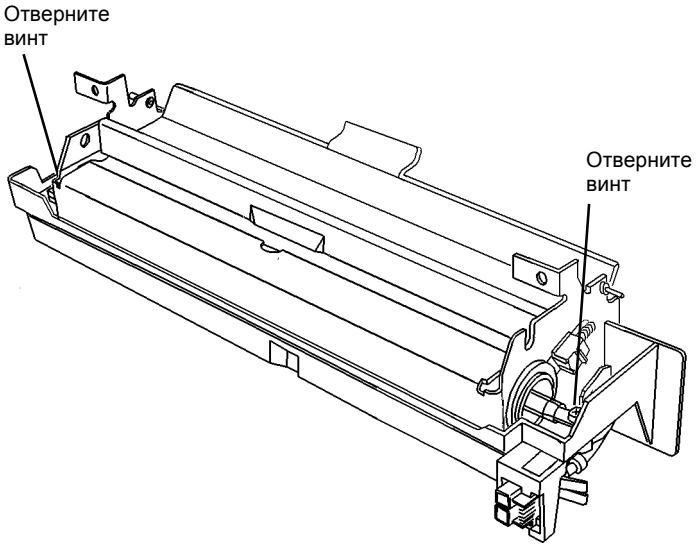

Рисунок 1 Отворачивание винтов (2)
Если коснуться горячих деталей фьюзера, можно обжечься. Если необходимо снять горячий фьюзер, беритесь за черный пластиковый элемент, который показан на рисунке (рисунок 1).
3. Отверните винты (2) (Рисунок 1).